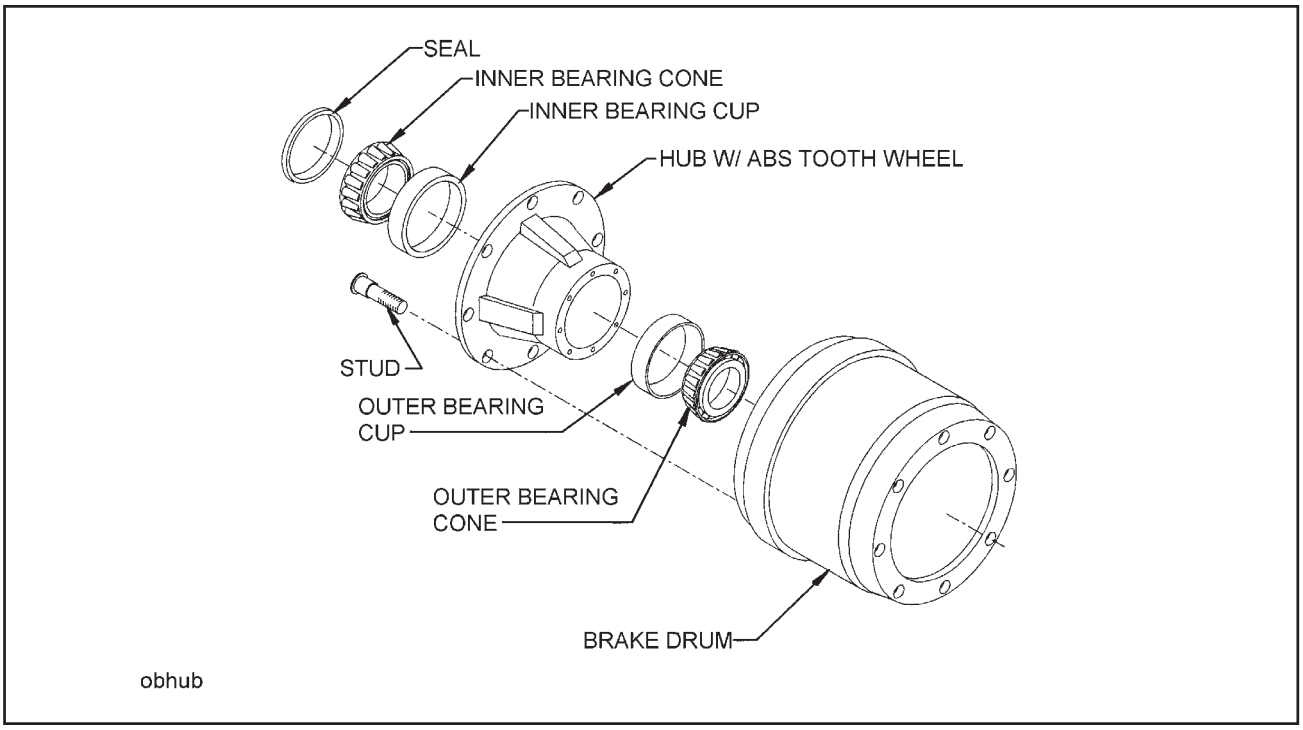

Figure 4-15 Outboard Mount Hub and Drum
3. Remove drum assembly **(See Figure 4-15).**
4-9.4 Replace the hub and drum as follows **(See Figure 4-15):**
a. Remove the brake drum **(See Figure 4-15)**. It may be necessary to release the slack adjuster.
i. Place the drum over the hub and brake shoes being careful not to damage the threads on the studs **(See Figure 4-15)**. Make sure the drum seats flat against the hub flange and mates properly with the hub pilot. There should be no interference between the brake drum pilot chamfer and the corner radius on the hub. If interference exists, the hub will not be able to function properly.